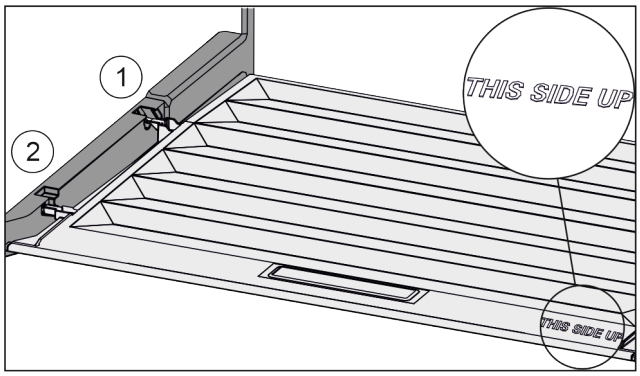

Fig. 125
▶ Deckelstege über Öffnung der hinteren Halterung *Fig. 125 (1)* einführen und vorne in Halterung *Fig. 125 (2)* einrasten.